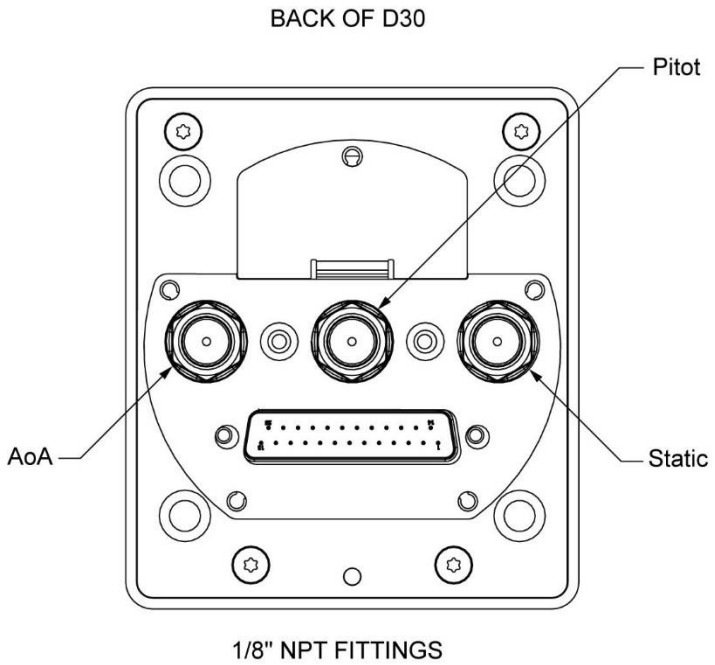

Figure 8: Threaded Pipe Fitting Ports
5. On a bench, remove plugs from the 1/8" NPT fittings on back of unit (see Figure 8). Leave the AoA pipe fitting capped.